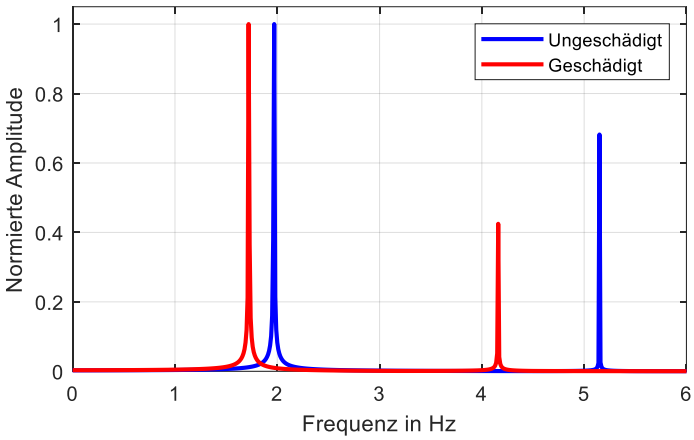

Abbildung 4: Frequenzspektren des geschädigten und ungeschädigten Zweimassenschwingers
Aus Messungen können die Eigenfrequenzen über das Frequenzspektrum bestimmt werden. In Abbildung 4 sind zwei Frequenzspektren zu sehen, in blau von einem ungeschädigten Zweimassenschwinger und in rot von einem geschädigten Zweimassenschwinger. Die Spitzen der Kurven zeigen, wo sich jeweils die erste und zweite Eigenfrequenz befindet.
Um die Änderung der Frequenz zu berechnen, benötigen wir ebenfalls die berechneten Ergebnisse des ungeschädigten Zweimassenschwingers. Diese Ergebnisse sollten dann sehr ähnlich sein zu den blauen Spitzen in der Abbildung 4.
b) Jetzt, wo wir unterschiedliche Szenarien berechnet haben, könnt ihr aus den Einstellungen der Szenarien $(\boldsymbol{k_1}, \boldsymbol{k_2})$ und den entsprechenden d-Werten erkennen, wie der Zweimassenschwinger in Abbildung 4 (rot) geschädigt worden sein musste. Welche Feder wurde um wie viel Prozent geschädigt? Anmerkung: Der d-Wert kann theoretisch gleich null sein. In der Realität ist dies aber meist nicht möglich aufgrund von Modellfehlern. In unserem Beispiel ist das wegen der Ungenauigkeit beim Ablesen der gemessenen Eigenfrequenz aus dem Diagramm auch nicht zwingend möglich.